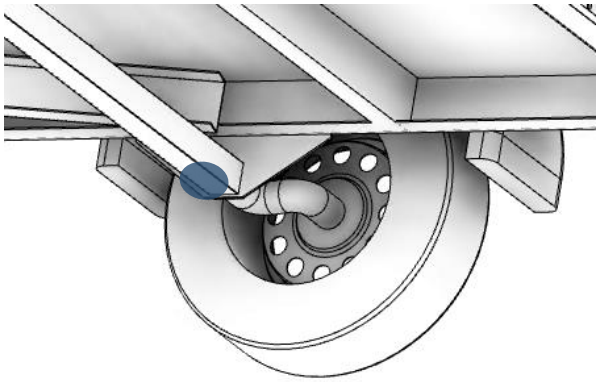

Fig. 9-36 – Position pour cric de levage
- Placez le dispositif de levage (par exemple, un cric) à l'endroit indiqué sur la Fig. 9-36. Le cric doit avoir des caractéristiques adéquates pour garantir le levage de la machine;